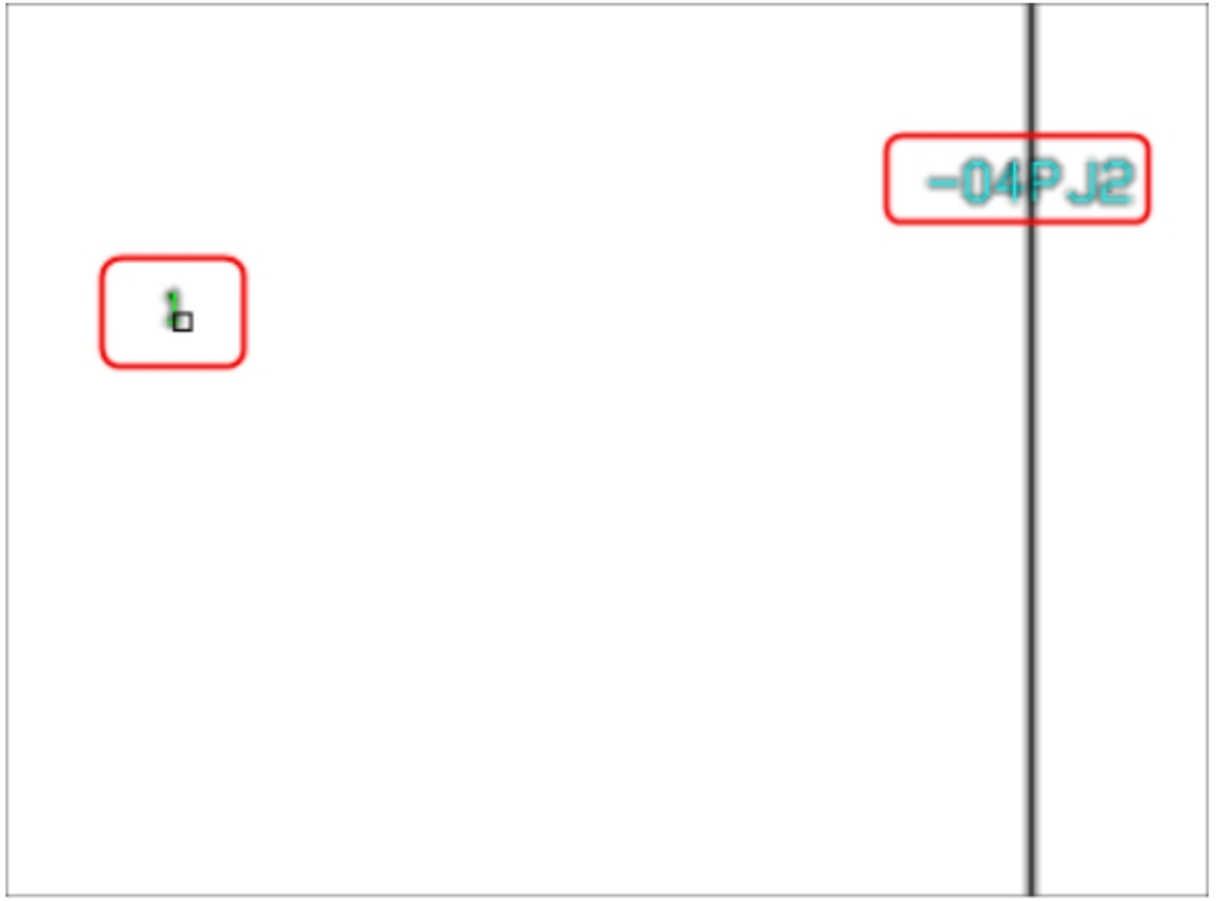

Figure-37. Numbers and tags in small font
- Click on the connector numbers and tags displayed in very small font to increase their size. Refer to Figure-37.